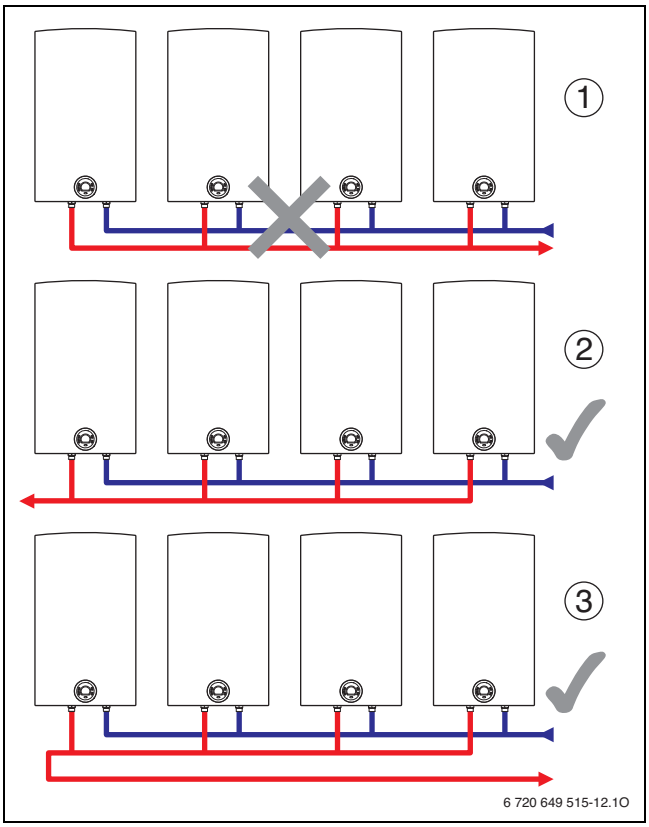

Fig. 7
- Bilanciamento delle perdite di carico tramite adeguato collegamentro idraulico (secondo il sistema Tichelmann, → fig. 7).